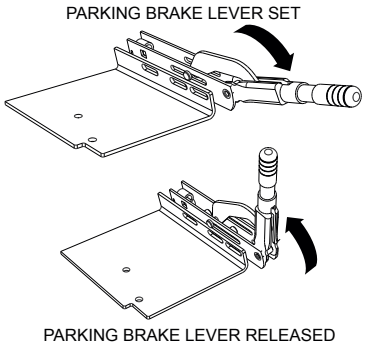

Figure 19. Parking Brake Lever
1. Engage the parking brake lever (Figure 19) and attempt to rock the buggy back and forth. If the wheels turn during the rocking motion, adjust the brakes as outlined in the maintenance section of this manual.